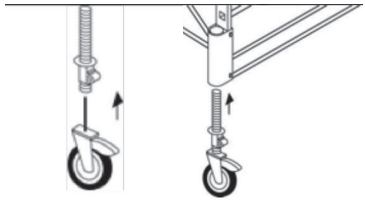

Fig. 3
3. Enroscar la rueda del tubo de rodillo ø40 mm (fig. 3);